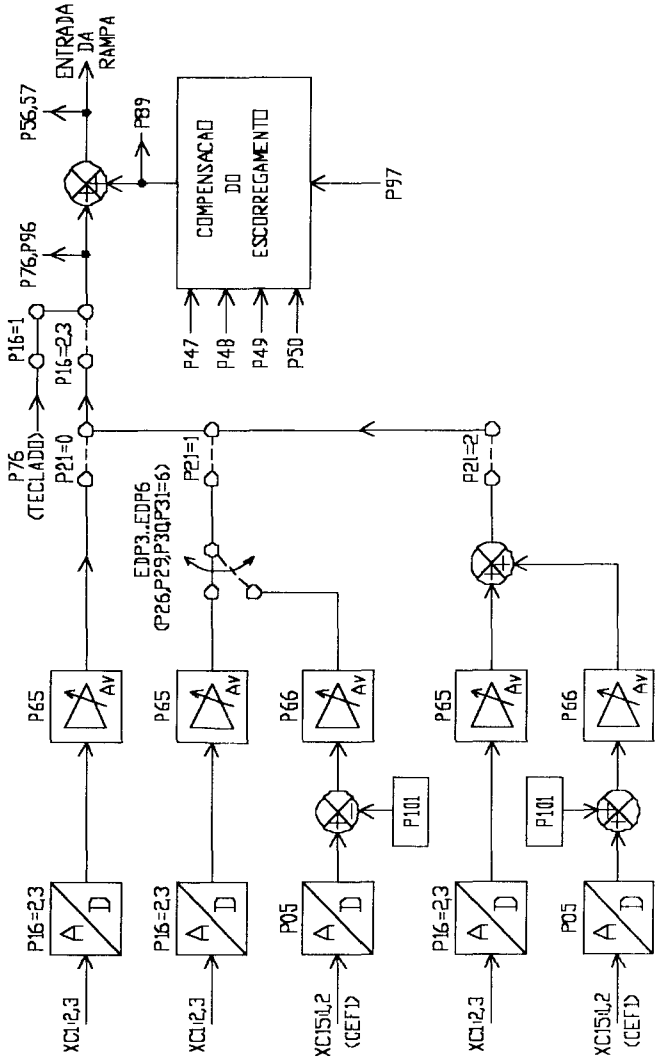

FIG. 7.4.2 - DIAGRAMA DE BLOCOS SIMPLIFICADO PARA ATUAÇÃO DA COMPENSAÇÃO DE ESCORREGAMENTO.
- Para P16=2 Este parâmetro será do tipo de apenas leitura. Os valores indicados serão em % de acordo com as entradas analógicas (ver fig. 7.4.2.).